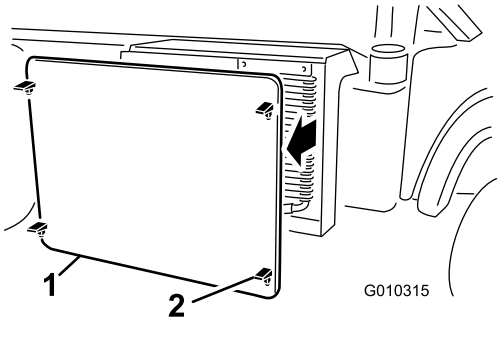

Figur 59
2. Løsn og fjern kølergitteret foran på køleren (Figur 59).